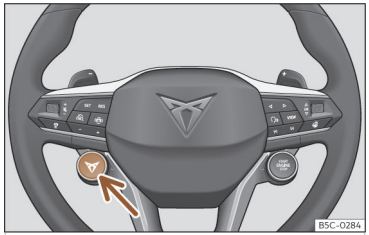

Abb. 120 Multifunktionslenkrad: Schalter für den Fahrprofilwechsel.
- **ODER:** Drücken Sie kurz die Taste ⚜ ››› **(Abb. 120)** (Pfeil), um das Fahrprofil zu wechseln. Durch längeres Drücken auf die Taste ⚜ gelangt man direkt zum Fahrprofil **Cupra**.